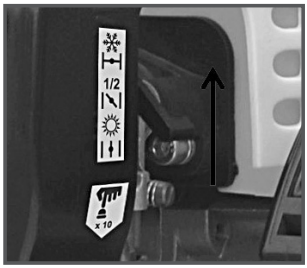

Рис. 9 Рычаг управления воздушной заслонкой
2. Закройте воздушную заслонку. Для этого рычаг управления воздушной заслонки переведите в верхнее положение (Рис.9).